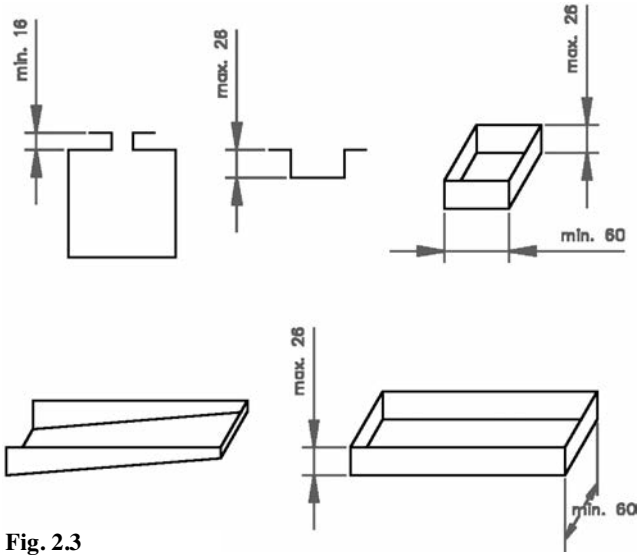

Fig. 2.3
Det kan være nødvendig å demontere en eller flere av segmentene (3) i den øvre bjelken for å gjøre best mulig bruk av de mange mulighetene som MFF 2S - MFF 3S har (se fig 2.3).